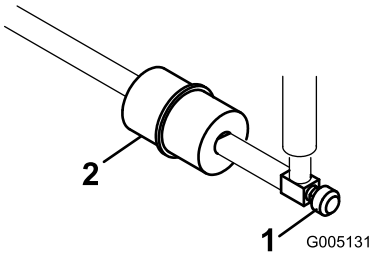

**Figur 46**
Et filter er indbygget i brændstofrøret mellem brændstoftanken og karburatoren (Figur 46). Sørg for, at pilen på filteret peger væk fra brændstoftanken.
1. Luk brændstofafbryderventilen, løsn slangeklemmen på karburatorsiden af filteret, og fjern brændstofledningen fra filteret (Figur 46).
2. Anbring en bakke under filteret, løsn den tilbageværende slangeklemme, og fjern filteret (Figur 46).